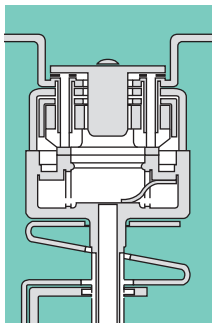

fig. 1
■ at the beginning of an opening cycle, the main contacts and the arcing contacts are closed (fig.1).
Fuse: current limitation that considerably reduces the thermal and electrodynamic effects of a fault (fig. 1).